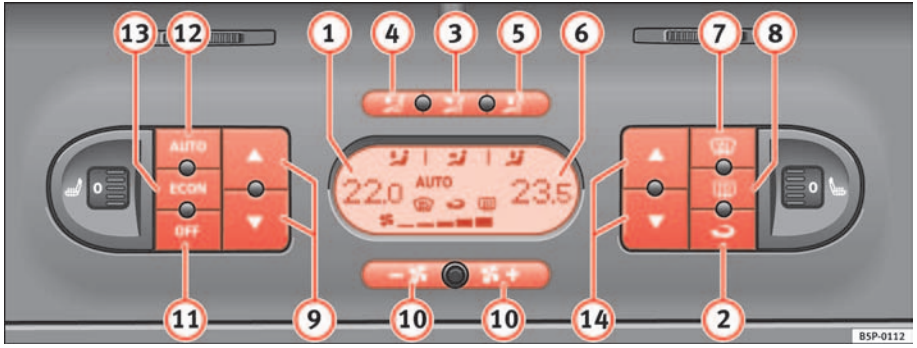

Fig. 128 On the dash panel: 2C Climatronic controls
– To enter manual mode, press one of the buttons ⇒ fig. 128 (3) to (5), ECON or press the airflow control (10). The symbol AUTO will disappear from the display. ▶
– Press the button ⇒ page 156, fig. 128 (2) to switch air recirculation mode on or off. It is switched on if the following symbol appears in the display .